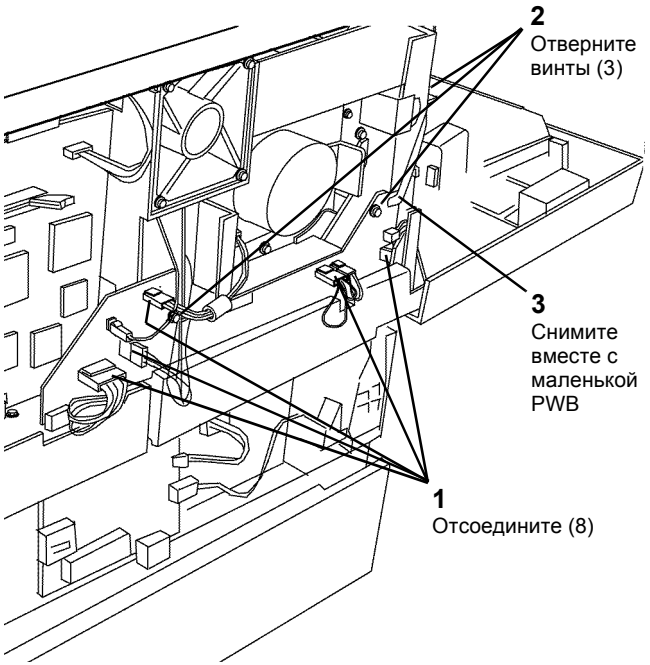

Рисунок 1 Снятие PWB интерфейса PCM
2. Снимите PWB интерфейса PCM (Рисунок 1).